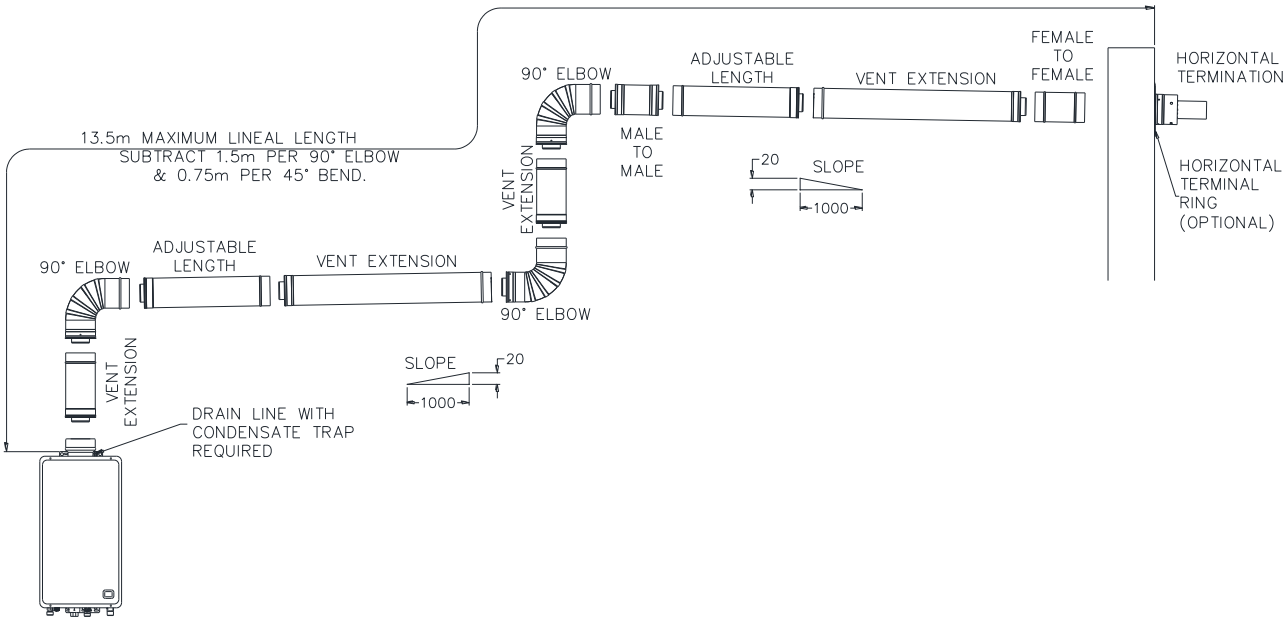

Figure 20- Typical Installation Horizontal Terminal with Multiple Vertical and Horizontal Sections
- Where there is a horizontal run of flue between two elbows and the elbow closest to the flue terminal is orientated upward. Refer to Figure 20- Typical Installation Horizontal Terminal with Multiple Vertical and Horizontal Sections on page **35**. This horizontal run of flue must have a gradient upward to the flue terminal. Condensate will drain back toward the water heater.